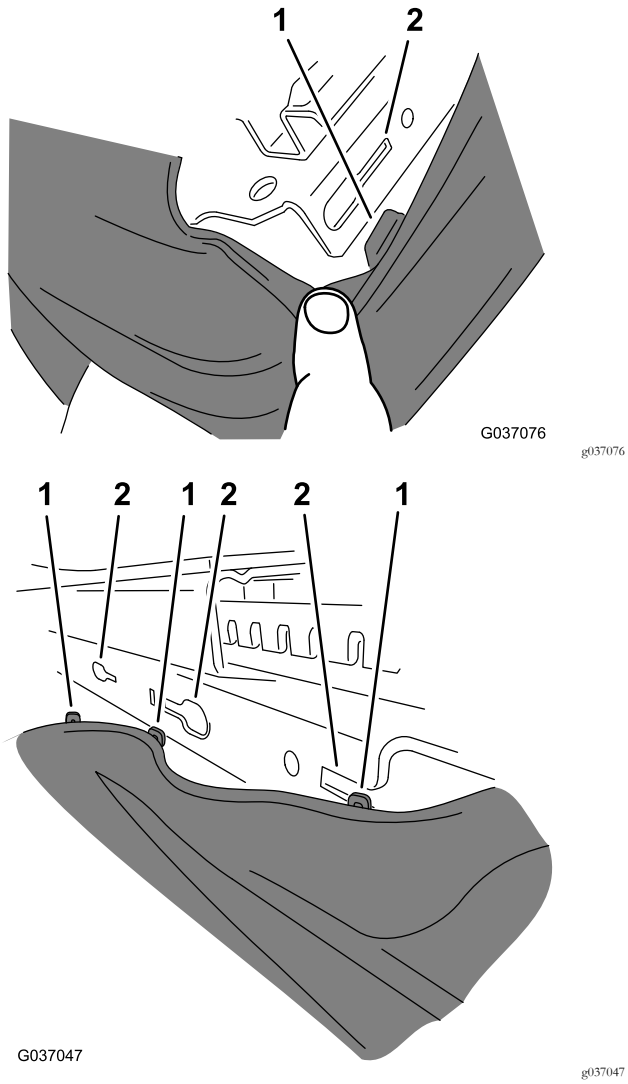

Figura 9
3. Retire a proteção da base do banco da seguinte forma (Figura 9).